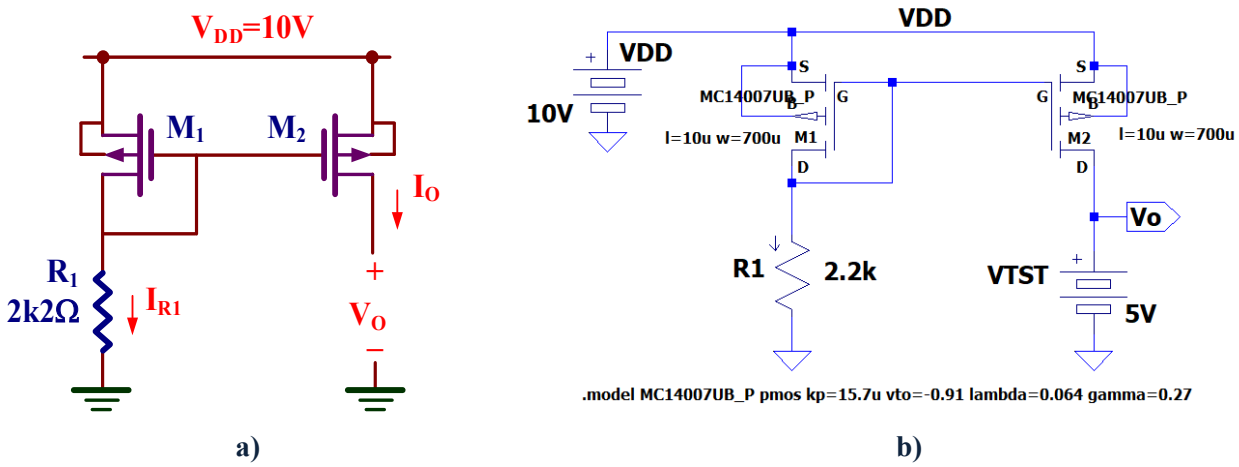

Figura IX.6. *Espejo de corriente simple PMOS:* ***a)*** *Esquema;* ***b)*** *Edición con LTspice.*
E) **Editar con LTspice el esquemático de la fuente de corriente PMOS de la figura IX.6.**